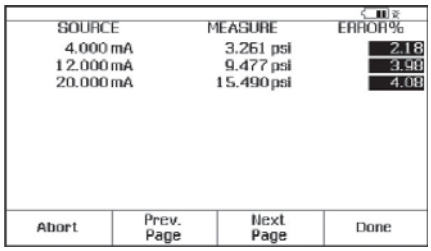

图 17.
8. 753/754EL 中文版完成评估后，将显示测试后汇总屏幕，显示有 SOURCE (输出)、MEASURE (测量)和 ERROR (误差)栏。失败项在 Error (误差)栏中以反亮显示(图 17)。按“Done”(完成)键。